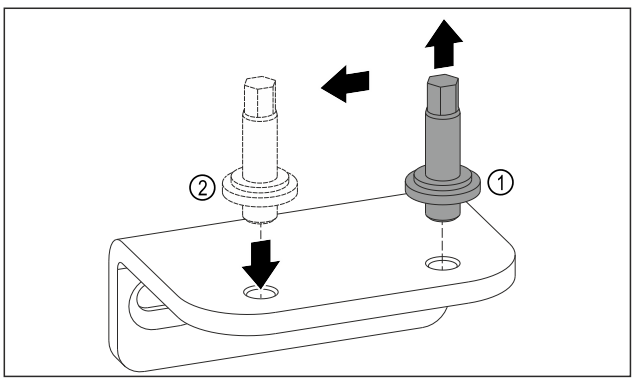

Fig. 13
- ▶ Skruva ur den undre lagerbockens bult med utvändig sexkantsnyckel NV5. *Fig. 13 (1)*
- ▶ Sätt in bult på motsatta sidan. *Fig. 13 (2)*